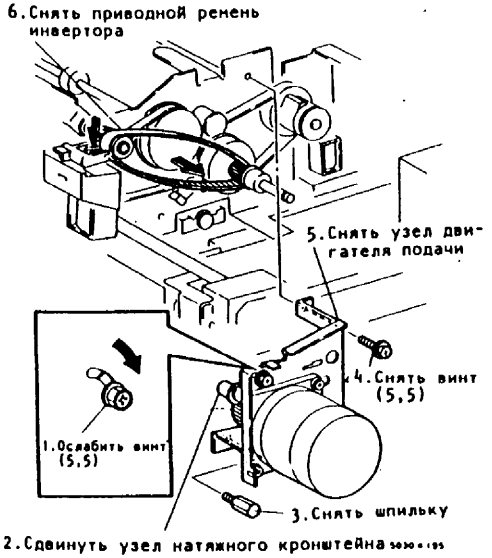

Рис.2. Снятие ремня привода инвертора
4. (Рис.2): Снять ремень привода инвертора.